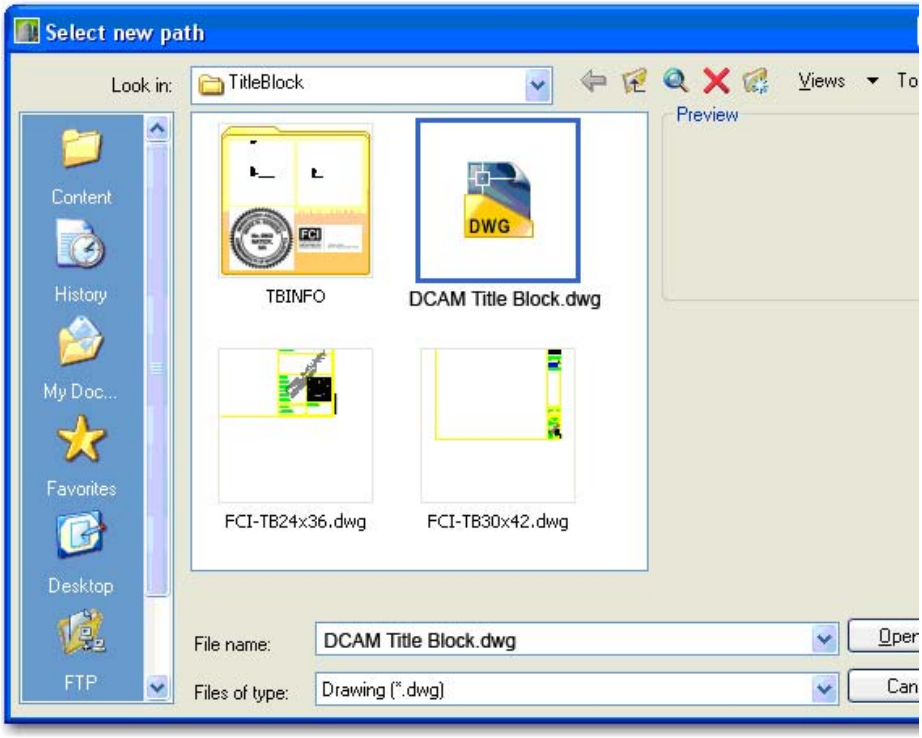

Figure 4.3.5
5. In the Select new path window, browse to the correspondent new location from where it will be now referring to, as shown in **figure 4.3.5.**